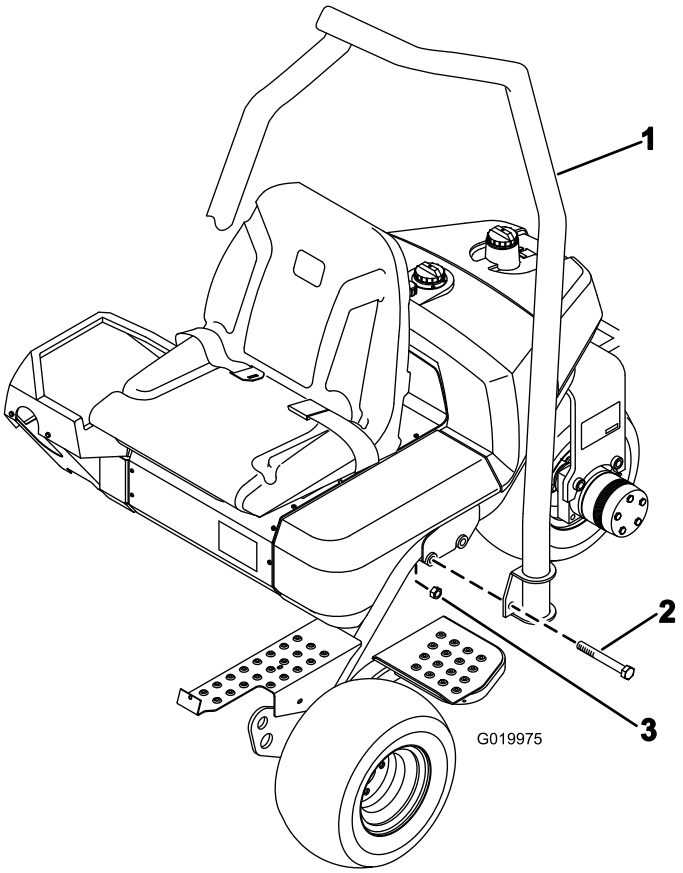

**Figur 7**
1. Anbring styrtbøjlen således, at rørets top er buet mod maskinens front (Figur 7).
2. Sænk styrtbøjlen ned på stellet, således at den flugter med monteringshullerne (Figur 7).
3. Fastgør hver side af styrtbøjlen til stellet med 2 bolte (5/8 x 4-1/2 tommer) og låsemøtrikker som vist i Figur 7. Spænd til 183-223 Nm.